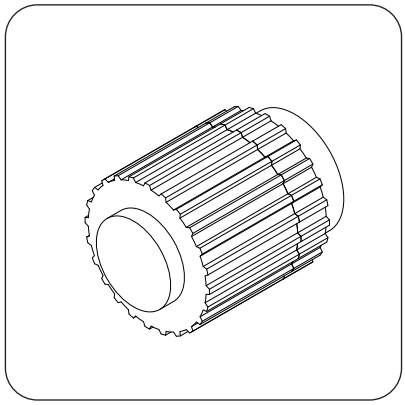
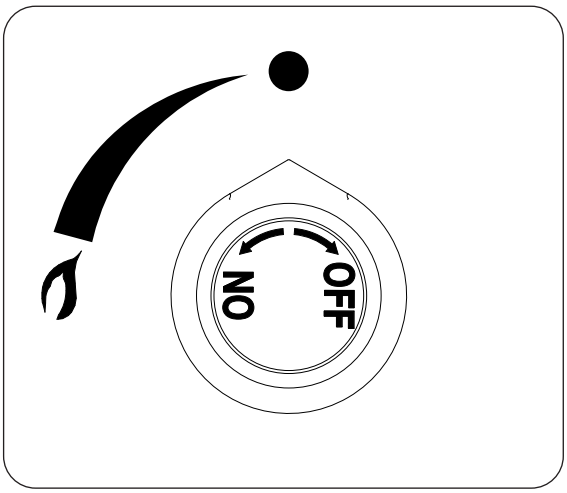

Fig. 51-1 Igniter button detail
Fig. 51-2 Control knob detail
2. Locate the control panel on the side of the unit (refer to the IDENTIFICATION PARTS LIST if needed), and identify the igniter button (Fig. 51-1) and gas control knob (Fig. 51-2). Ensure the gas control knob is in the **OFF** position before beginning the lighting sequence.
To extinguish your gas burner, turn the gas control knob clockwise to the **OFF** position (see Fig. 51-2). Be sure the control knob is turned fully off to avoid any gas leakage.